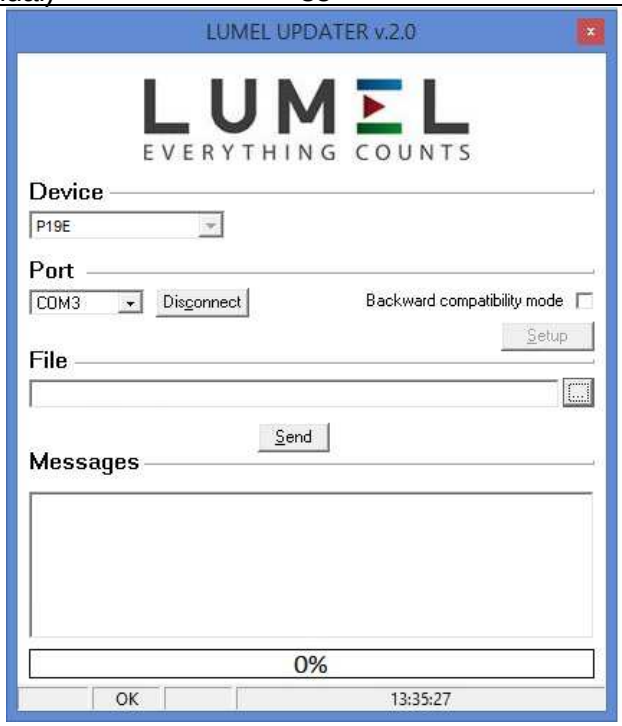

Fig. 22 View of the program to upgrade the firmware.
After starting the eCon program the speed, mode, the monitor IP address and RS-485 port must be set in the ***Communication*** tab. Then click the **Connect** icon. Then click the link **Upgrade firmware** which will display the window of LUMEL UPDATER (LU) – **Fig. 22.** Click the Connect button. **Messages** information window contains info